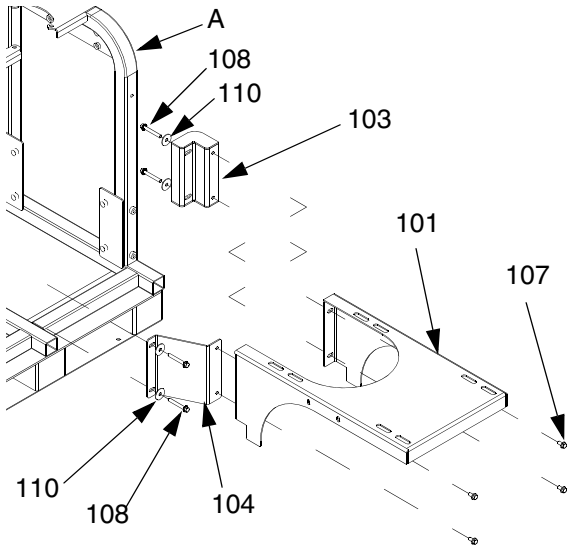

FIG. 6: Parte trasera del bastidor
b. Repítase para la segunda tolva (D) en el lado opuesto del bastidor (A).
2. Monte las tolvas (D) en la parte trasera del bastidor (A). Vea FIG. 6.